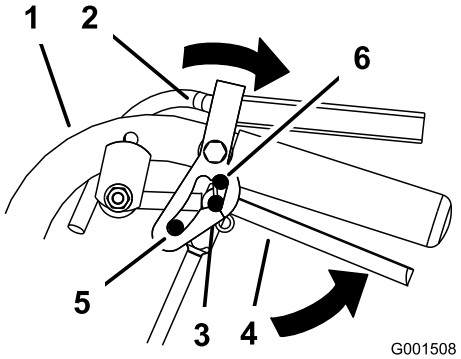

Figuur 10
2. Zet uw duimen op het bovenste gedeelte van de vergrendeling en beweeg deze naar achteren totdat de pennen zich in de neutraalstand bevinden (Figuur 10).